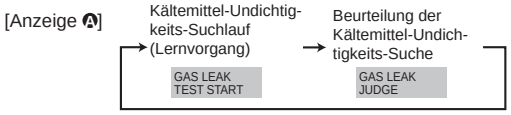

**Fig. 8-2**
② Drücken Sie die ◷ CLOCK (▽) -Taste und wählen Sie [GAS LEAK TEST START] (START DES GASUNDICHTIGKEITS-TESTS) (Fig. 8-2)